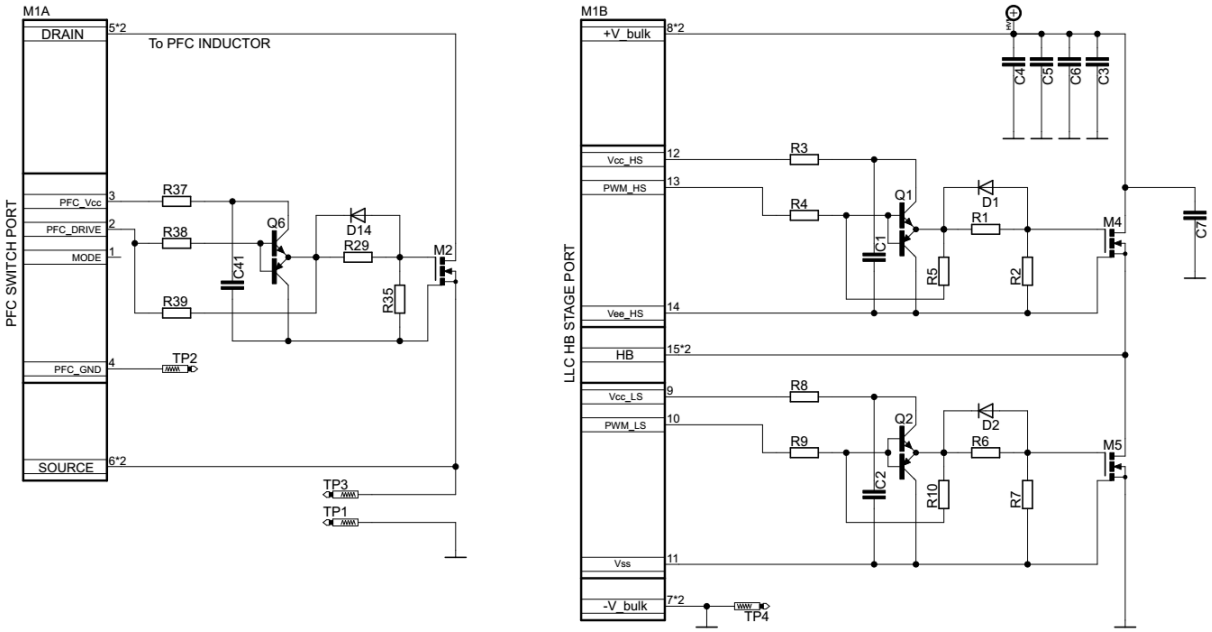

**Figure 5. 150 W High Power Density Adapter − Schematic Of The Switch Module With Si MOSFETs**
**The PFC front stage** implements critical conduction mode PFC boost converter and consists mainly the bulk capacitor C8, which is decoupled at high frequencies (HF) with multi−layer ceramic capacitors (MLCC) C9−11, PFC inductor L4, rectifying diode D10 and power switch (Figure NO TAG.), which is located on Power Switch Module (Figure 5.). The PFC controller NCP1615 senses inductor current directly as a voltage drop on resistors R13, R14. These resistors are connected directly to Control Module, where the PFC controller is located. These resistors define maximum PFC front stage peak current. The PFC controller U1 (NCP1615) uses CS/ZCD for inductor peak current sensing and zero current condition or valley detection. Zero current detection is guaranteed by PFC coil auxiliary winding voltage, which is rectified with D9 and this signal is connected to Control Module via parallel RC circuit R10 and C7. Input voltage is observed at HV pin, which also serves for input voltage sensing and BROWN−OUT protection. The bulk capacitor voltage is fed into PFC controller through set of four resistors R15, R16, R17 and R18. Necessary PFC compensation circuitries and components are located on the Control Module board. The PFC OK status is transferred via network of C9, R13, C13 and R18 to LLC controller, which is subsequently enabled after PFC provides PFC OK status. For more details, please refer to NCP1615 datasheet.
**Power Switch Module** with Si SJ MOSFETs is showed in Figures 5, 15, 16. Power Switch Module consists of power